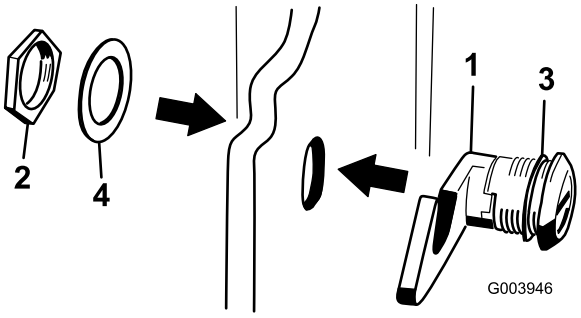

Figuur 18
3. Verwijder de moer uit de motorkapsluiting (Figuur 18).